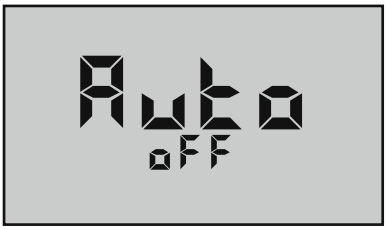

Figure 24
3. Press (MR ▼) repeatedly until you pass the CELL ch location. The display will show "**Auto oFF**" (Figure 24).